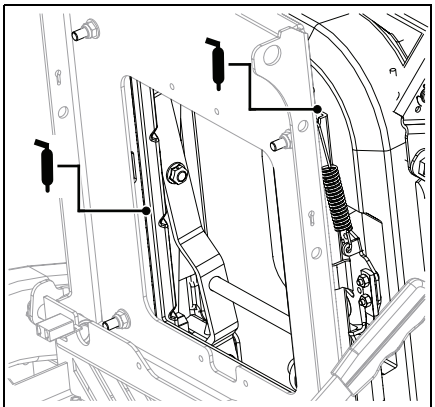

Figure 38
6. Apply grease to seat tracks through slots under seat plate. See Figure 38.